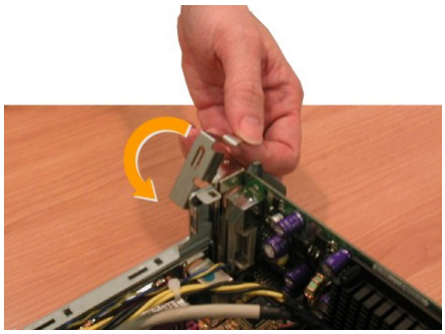

Figure 6.1
i. Lift up the VGA board shield plate from the main braket, as shown in Figure 6.1.